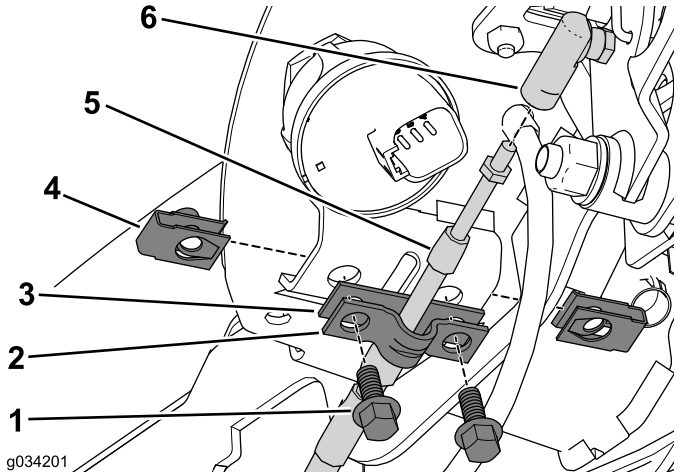

Figur 5
1. Fjern de 2 bolte og møtrikklemmen, der fastgør kabelklemmen og afstandsstykket til konsollen (Figur 5).
2. Læg kabelklemmen til side, og kasser afstandsstykket (Figur 5).
3. Frakobl det neutrale låsekabel fra kabelforbindelsen (Figur 5).